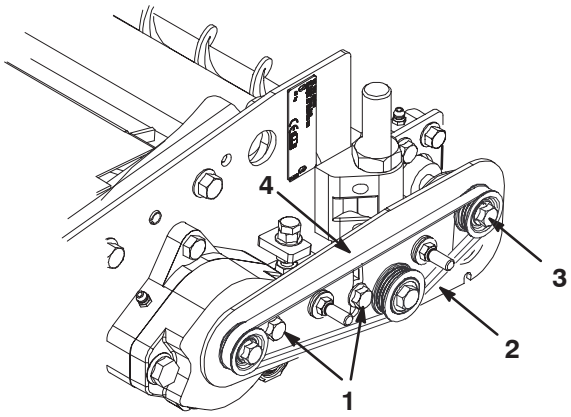

Figure 19
3. Loosen the (2) flange bolts securing the brush plate assembly to the drive assembly and the threaded spacer (Fig. 19).
4. Remove the belt from the pulleys (Fig. 19).
5. Remove the bolt securing the pulley to the roller brush shaft (Fig. 19).
6. Remove the pulley and key from the roller brush shaft (Fig. 19).